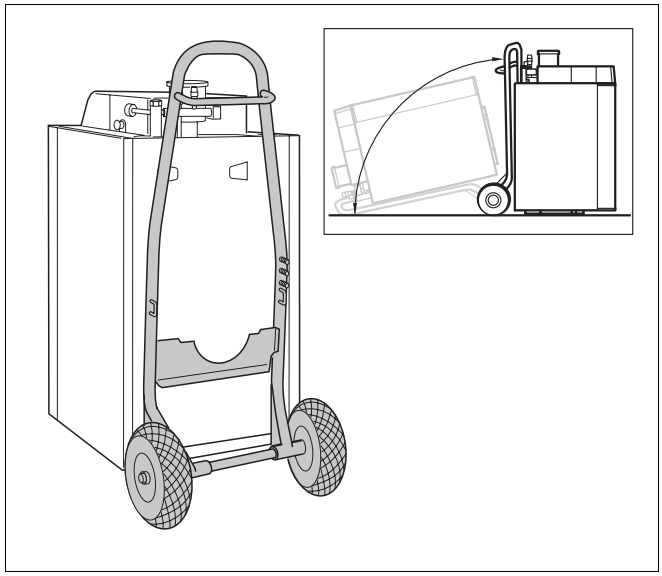

Abb. 15 Fußschrauben mit Kesselkuli montieren
- Heizkessel mit dem Kesselkuli nach hinten kippen (Abb. 15).